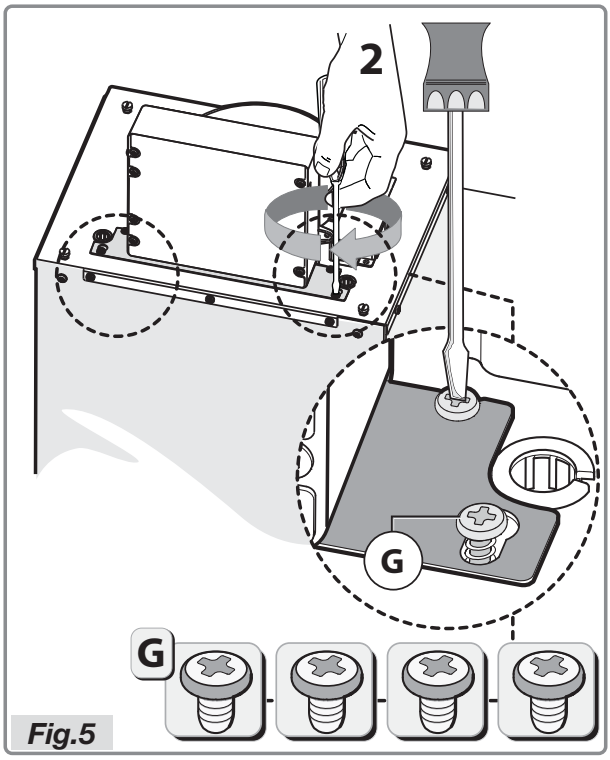

Fig.5
- Placer la bride de soutien sur la même ligne que les quatre vis **G** qui se trouvent déjà dans la bague et les visser de la façon indiquée sur la Figure 5.